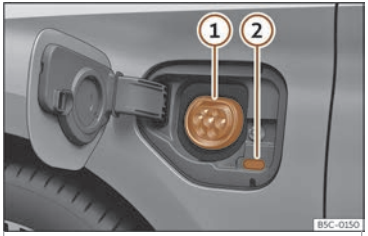

Fig. 194 Detrás da tapa de carga da batería na parte dianteira esquerda:Toma de carga
››› **fig. 194**
- Co vehículo desbloqueado, ao premer a tapa de carga da batería esta abrirase ››› fig. 194.